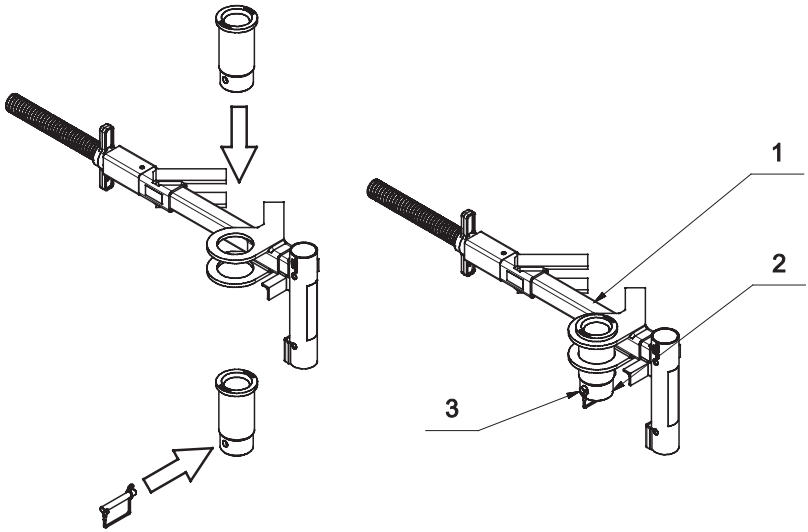

Figura 23. *Installazione dell’elemento di sostegno del morsetto per flangia in acciaio*
5. Installare l’elemento di sostegno nel morsetto inferiore per flangia in acciaio MkII sulla colonna. Una volta inserito l’elemento di sostegno nel morsetto inferiore per flangia in acciaio MkII, inserire il perno a sgancio rapido nel foro di bloccaggio dell’elemento di sostegno e fissarlo. Vedere Figura 23 per una vista dettagliata.